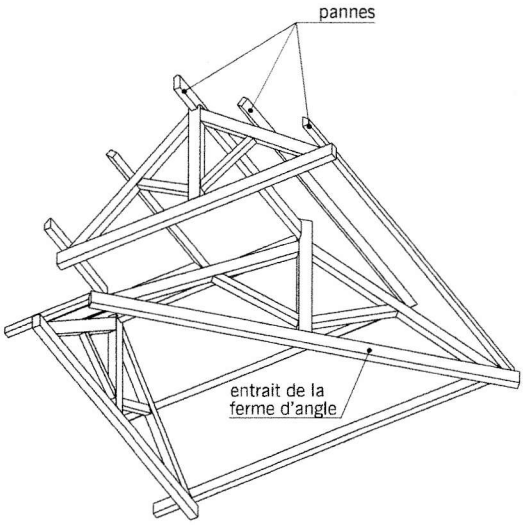

fig. 5.12 | **intersection de deux charpentes observée par dessous (chevrons non représentés)**
■ La **ferme d'angle** (fig. 5.12) : ferme disposée de façon oblique par rapport aux fermes courantes. Elle est placée sous les arêtes d'intersection des différents versants de toiture. Cette ferme fait parfois l'objet d'une double appellation : on désigne par **demi-ferme d'arêtier** la partie de la ferme située du côté de l'arêtier et par **demi-ferme de noue** la partie placée du côté de la noue.